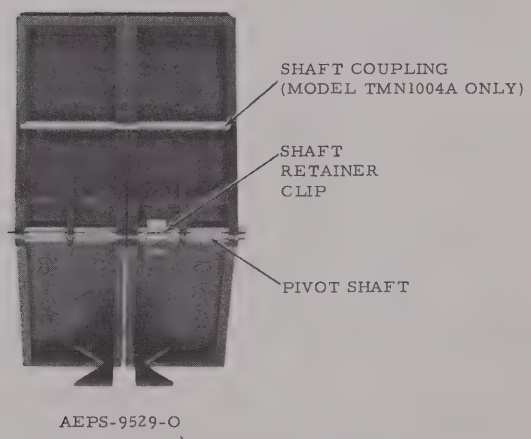

Figure 3.
(3) Remove the shaft retainer clip from the pivot shaft (Figure 3).
(4) Replace shaft retainer clip (Figure 3).